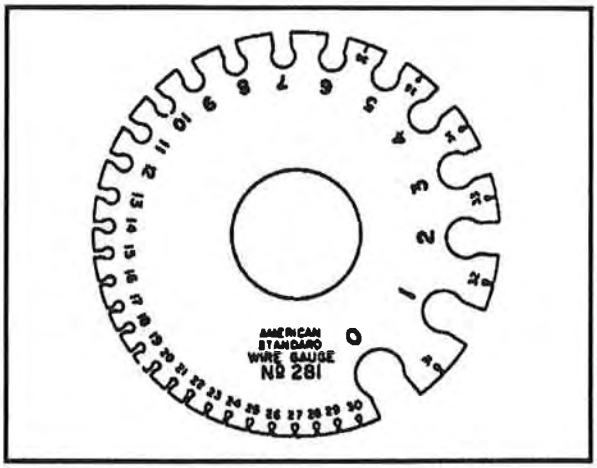

Figure 3-19. Sheet metal and wire gage
- Sheet metal and wire gage – used to determine the thickness of sheet metal and wire (Figure 3-19). It is similar to a twist drill gage except that it has gage lots on the outer edge. Standard sheet metal and wire gages are the American Standard, English Standard, and US Standard. The American Standard, shown in Figure 3-19, is the most commonly used for aircraft sheet metal and wire. Place sheet metal and wire into the gage slots until the correct fit is found.